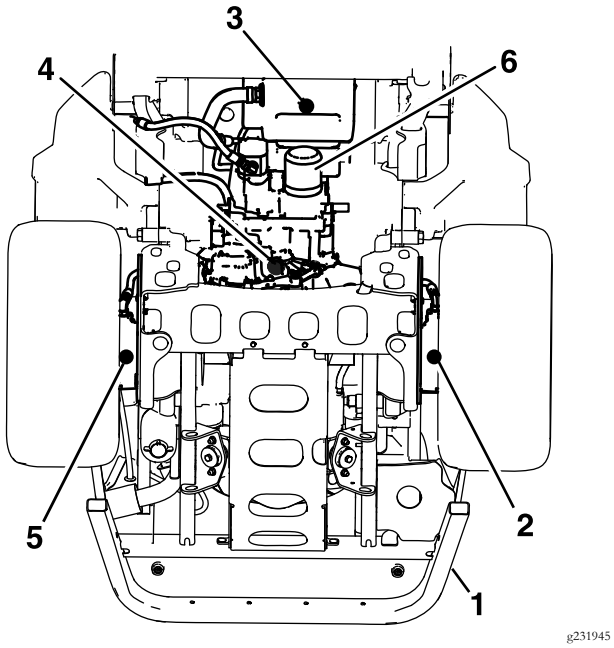

Figure 50
3. There are four drain plugs that need to be removed to do a complete fluid change. Place a pan under each drain plug from the following components: hydraulic reservoir, transmission case, and the left and right wheel motors (see Figure 50).